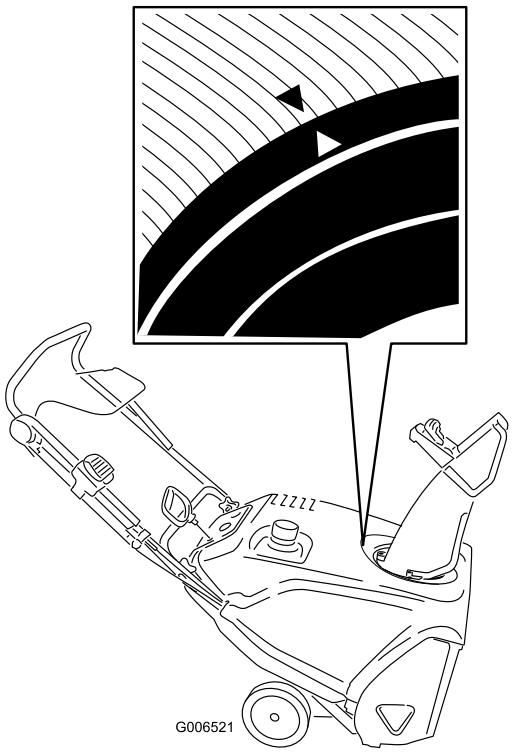

Рисунок 40
3. Поворачивайте желоб так, чтобы он был направлен строго вперед, и стрелка на тыльной части желоба совпадала со стрелкой на кожухе (Рисунок 40).